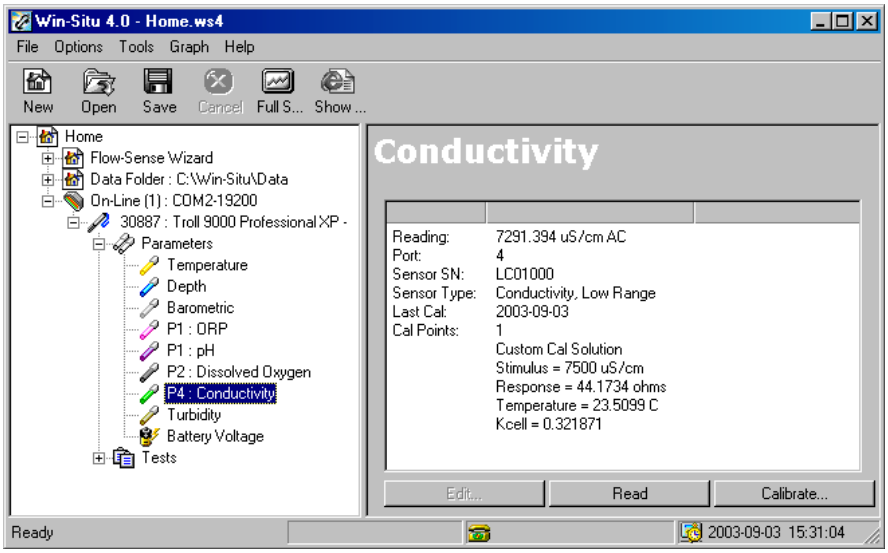

Figure 5. Calibration steps 2.14.6 thru 2.14.8
2.14.6 Select the MP TROLL 9500 in the Navigation tree, Figure 5. The software will detect and display the installed sensors. If any sensor is installed in the wrong port, an error message will be displayed. Simply remove the sensor and install it in the correct position, then "refresh" the device before continuing.